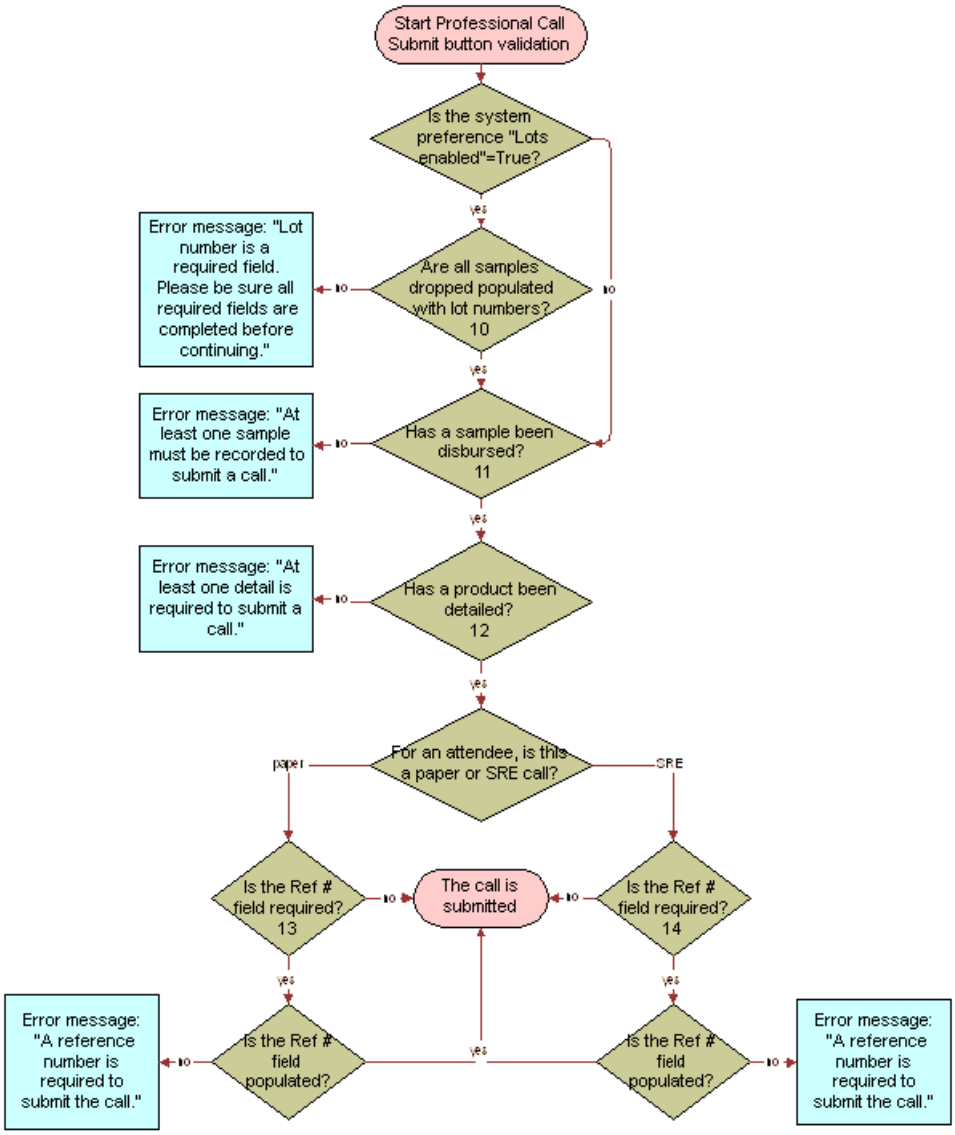

Figure 2. Default Validation Logic Flowchart for Professional Call Submit Button
- Professional Call Submit button, Figure 2 on page 53